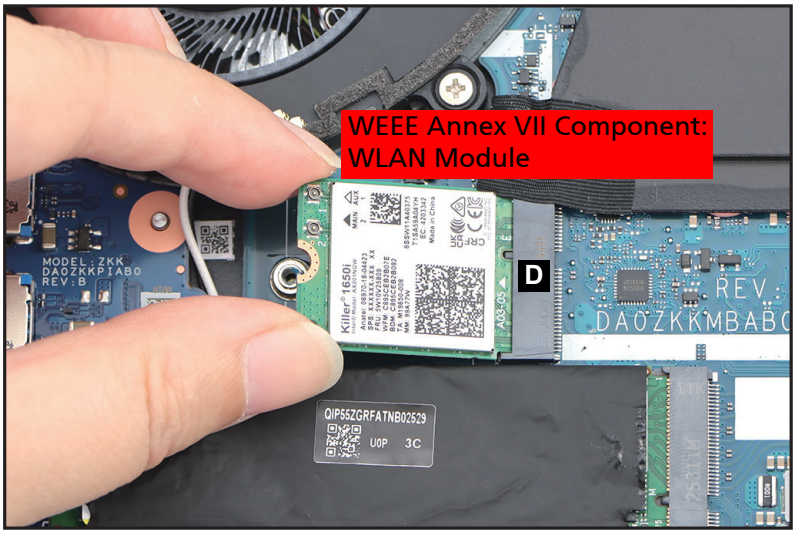

Figure 1-20. WLAN Module Removal
5. Disconnect the WLAN module from the mainboard connector (D) (Figure 1-20). Then remove the WLAN module.